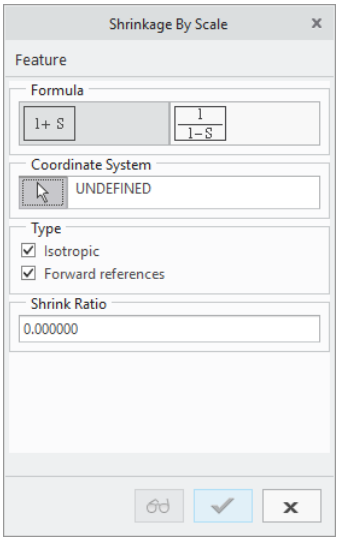

Figure 16-13 *The* ***Shrinkage By Scale*** *dialog box*
1. Choose the **Shrink by scale** tool from the **Shrinkage** drop-down in the **Modifiers** group; the **Shrinkage By Scale** dialog box is displayed, as shown in Figure 16-13.